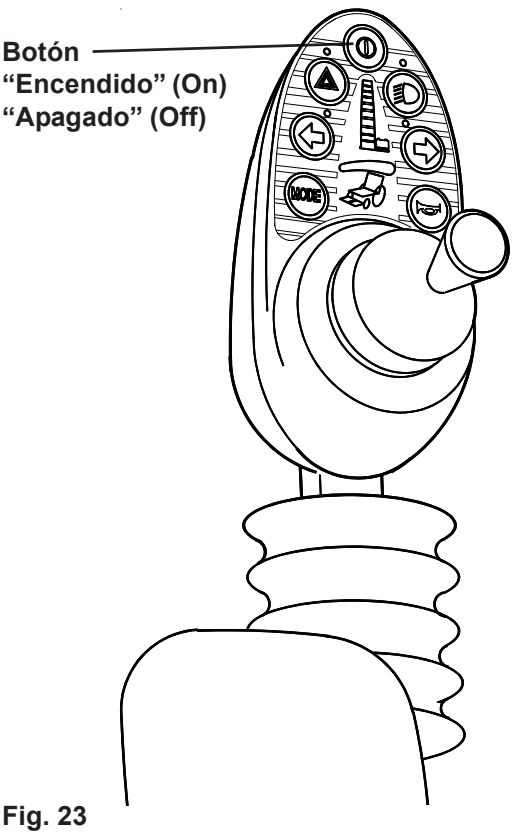

Fig. 23
3. Pulse el botón “Encendido” (On)/ “Apagado” (Off) (Fig. 23).